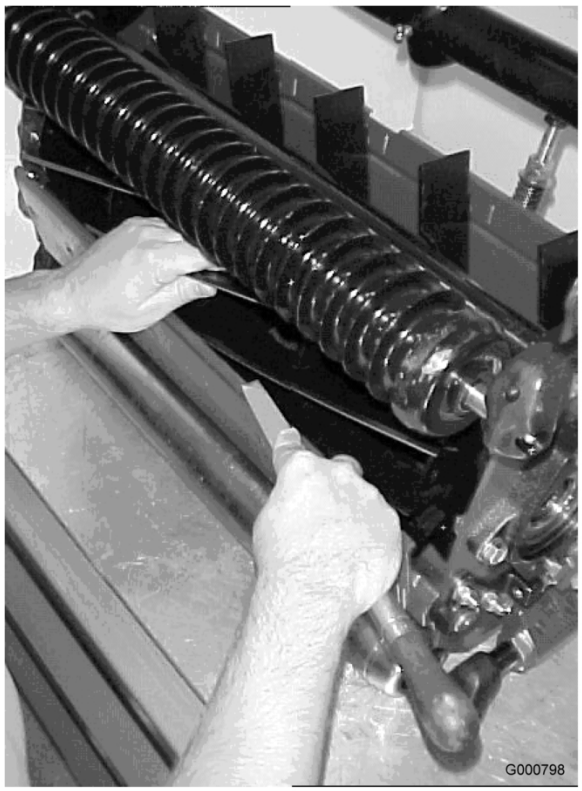

Figur 72
11. Når klippeenheden er slebet tilstrækkeligt, dannes der en grat på knivens forreste kant. Fjern forsigtigt graten med en fil uden at sløve skæret (Figur 72).